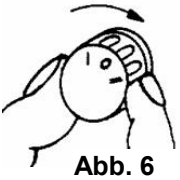

Abb. 6
- Drehen Sie den Wahltaster auf I (Abb. 6)